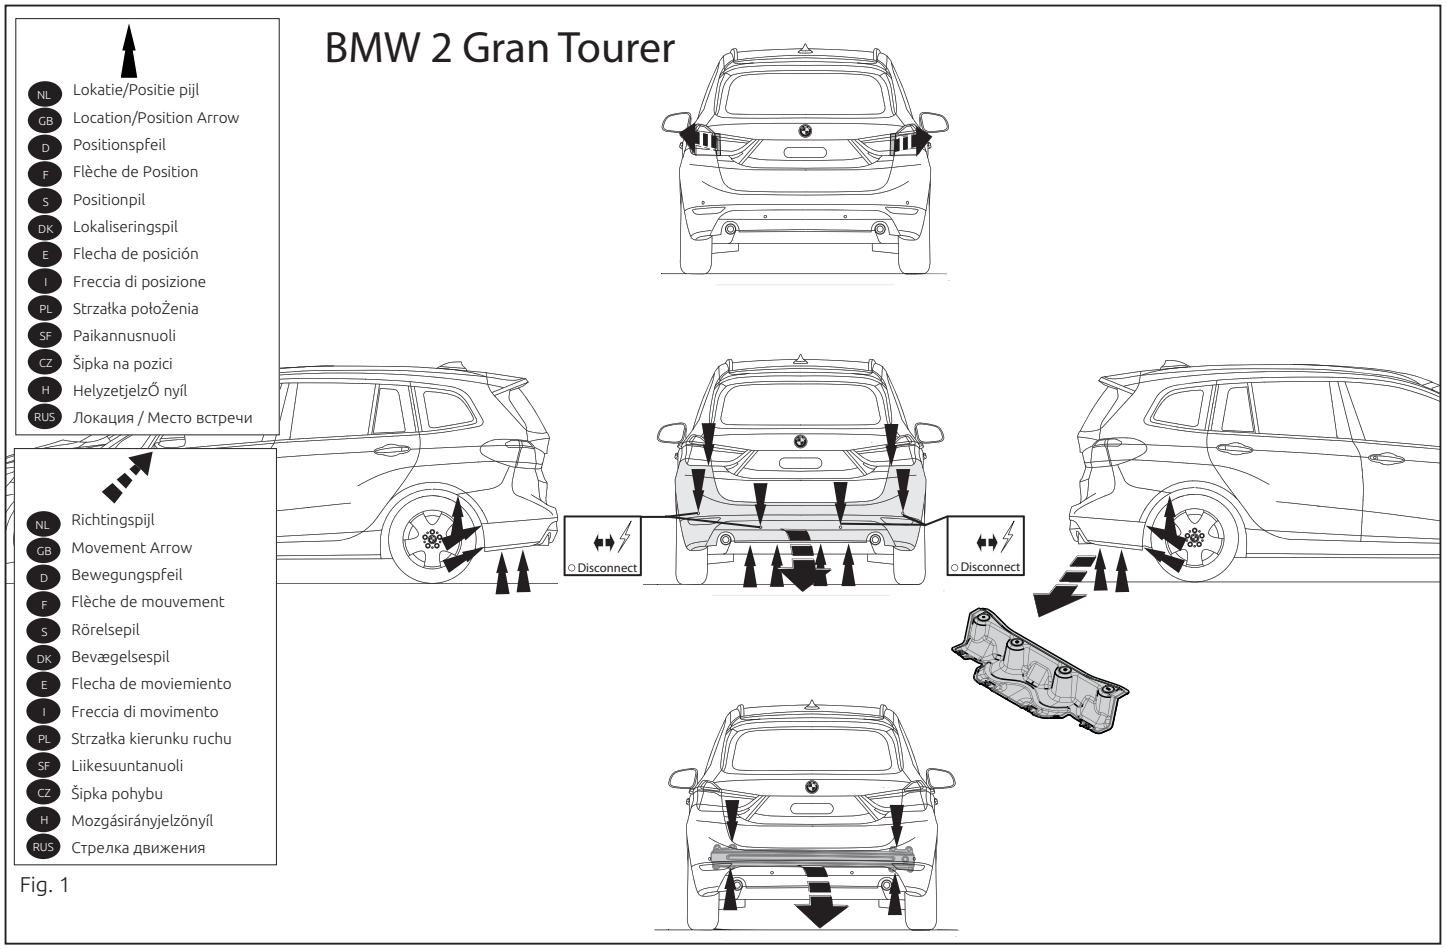

Fig. 1
1. Demonter baglysenhederne. Demonter kofangeren, inklusive køretøjets stålstødbjælke. Denne bliver overflødig. Se fig. 1, 1a, 1b.
zak wraz ze stalową belką zderzakową. Belka zderzakowa nie będzie ponownie używana. Patrz rysunek 1, 1a, 1b.